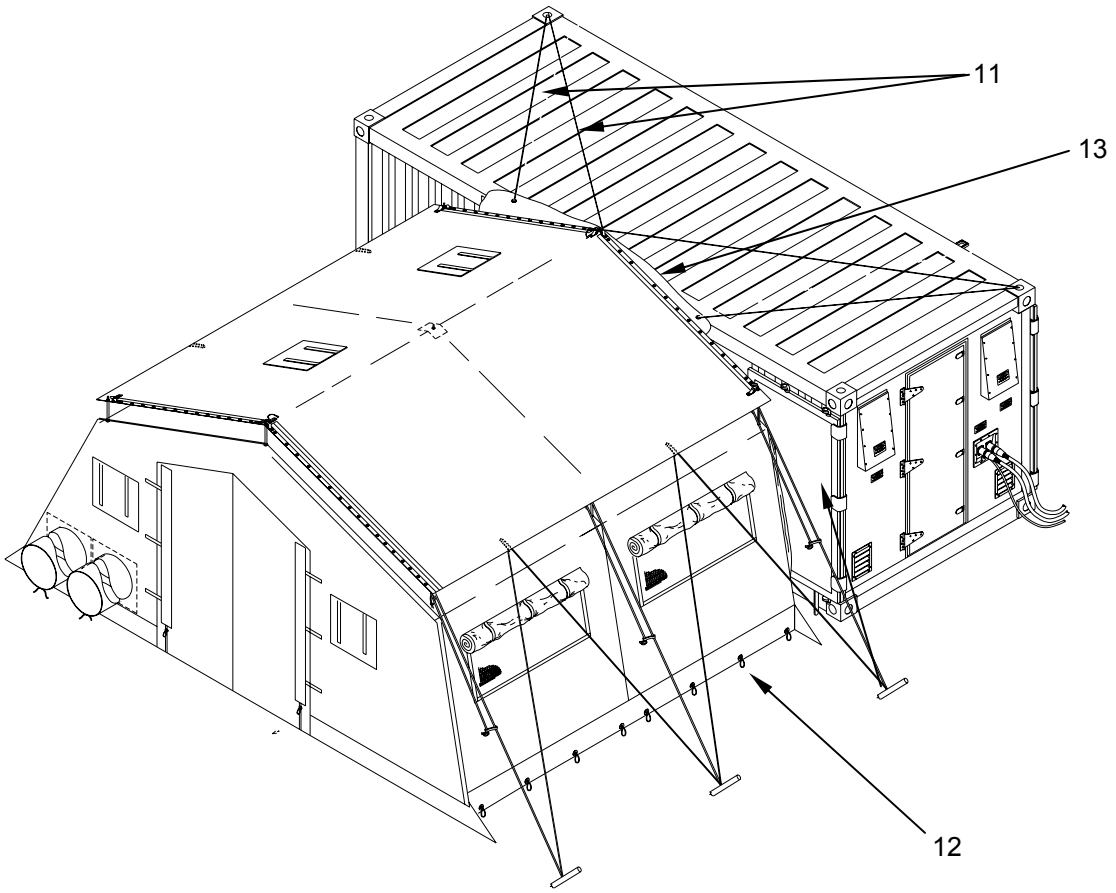

Figure 3. Striking Procedure for TEMPER.
2. Loosen the bootwall lines **(Figure 3, Item 11)** at the cleats on the opposite side of the container.
3. Remove the tent stakes **(Figure 3, Item 12)** from the lower end of the bootwall **(Figure 3, Item 13)**.
4. Fold bootwall back towards TEMPER section and coil bootwall lines **(Figure 3, Item 11).**